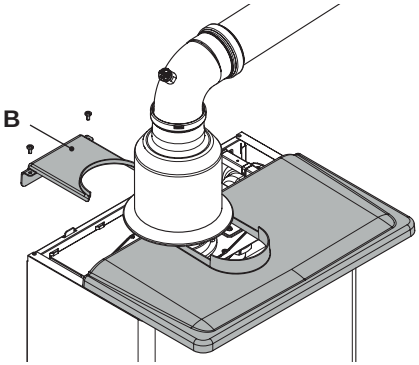

Figura 9.3
- Svitare le due viti e rimuovere il particolare **B** quindi, sfilare la copertura superiore (Figura 9.3).